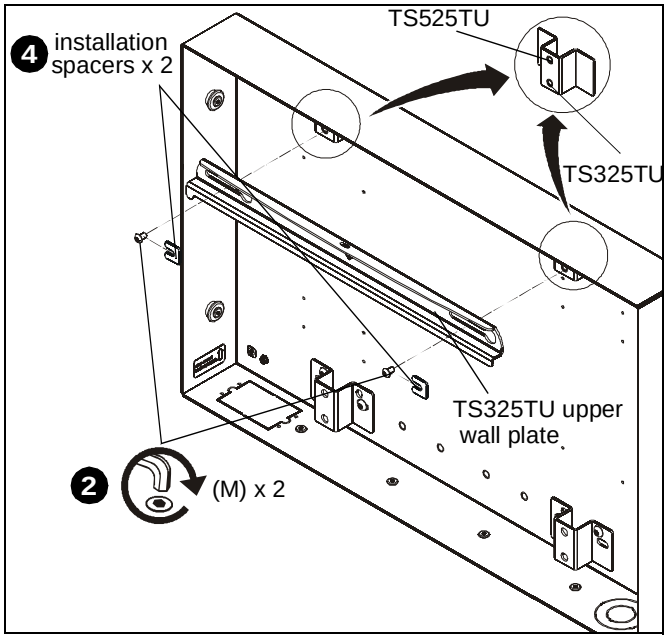
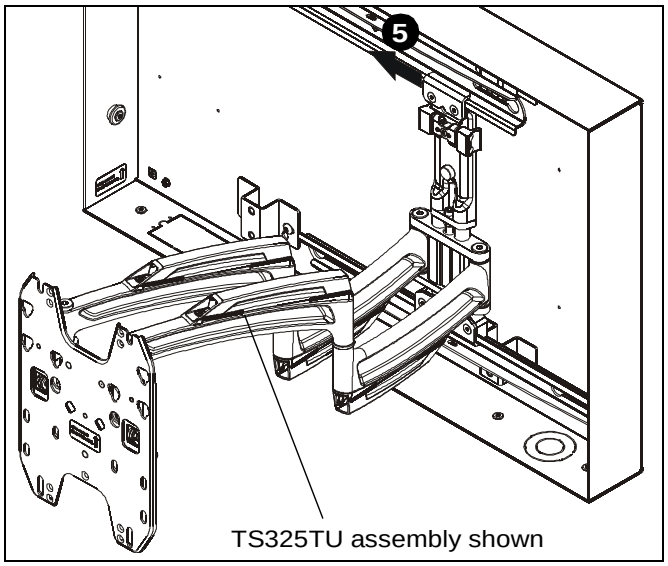

Figure 9
Figure 10
2. Use two 5/16-18 x 1/2” button head cap screws (M) to loosely attach upper wall plate of TS325TU/TS525TU to upper attachment brackets (N). (See Figure 9)
IMPORTANT ! : Install to upper bracket holes for TS525TU and lower bracket holes for TS325TU. See Inset on Figure 9.
3. Place two installation spacers (included with TS325TU/TS525TU) over two 5/16-18 x 1/2” button head cap screws (M). (See Figure 9)
4. Tighten two screws (M) to secure upper wall plate to upper attachment brackets.
5. Slide TS325TU/TS525TU assembly onto upper wall plate of TS325TU/TS525TU. (See Figure 10)